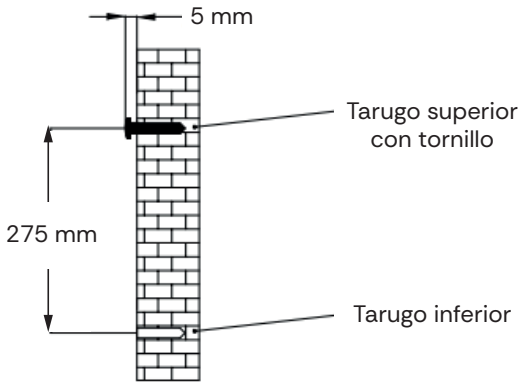

Imagen 2
3. Tomar en cuenta las medidas indicadas en la siguiente imagen para perforar 3 agujeros, colocar los tarugos y luego colocar los tornillos superiores dejando 5 mm de espacio entre la cabeza del tornillo y pared (Imagen 2).